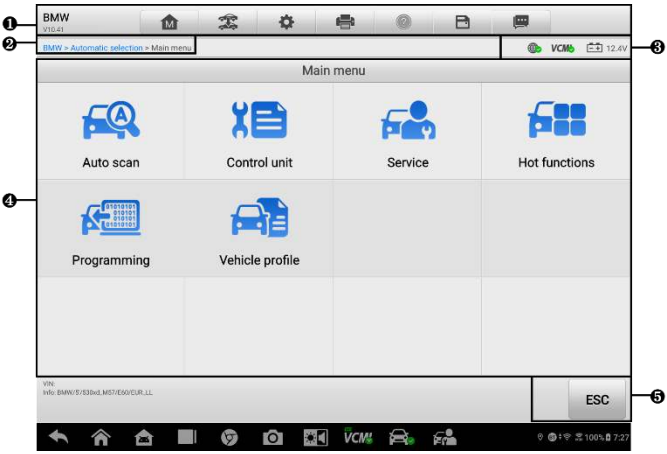

Figure 4-9 *Main Menu Screen*
The Main Menu screen (see *Figure 4-9 Main Menu Screen*) navigates users to perform read codes, clear codes, or perform comprehensive automotive diagnostic functions, and so on. After the function is selected, the tablet will establish a communication with the vehicle through the VCMI device, and enter the corresponding function menu or selection menu based on your selection.
1. Tap the **Diagnostics** application button on the MaxiSys Job Menu. Choose the corresponding vehicle information and enter the Main Menu screen. (See *Figure 4-9 Main Menu Screen*.)